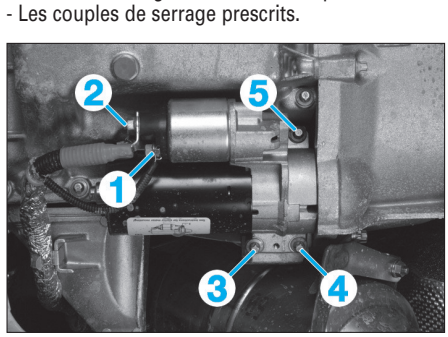

Fig. 3
• Débrancher les cosses (1) et (2) **(Fig.3)**.
• Déposer les vis (3), (4) et (5) puis dégager le démarreur.